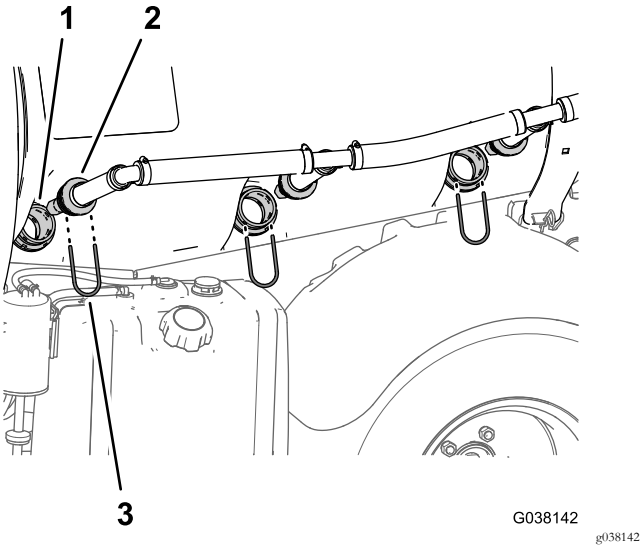

Figura 20
1. Retire os 3 retentores que prendem os bicos de agitação às uniões do anteparo no lado esquerdo do depósito de pulverização (Figura 20).
2. Retire os bicos de agitação das uniões do anteparo (Figura 20).